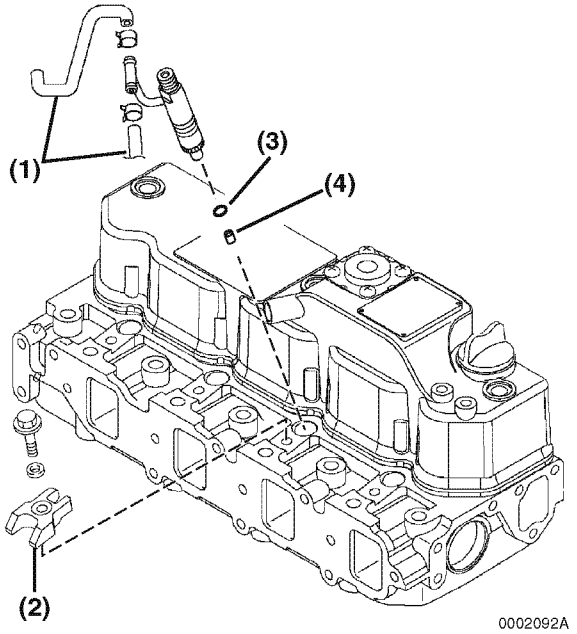

Figure 7-59
1. Reinsert a new nozzle seat **(Figure 7-59,** (4)) and nozzle protector **(Figure 7-59,** (3)) in the cylinder head for each injector.
4. Reinstall the fuel injector retainers **(Figure 7-59,** (2)) and torque the retaining bolts to specification.
5. Reinstall the fuel return hoses **(Figure 7-59,** (1)), one on each side of each injector.